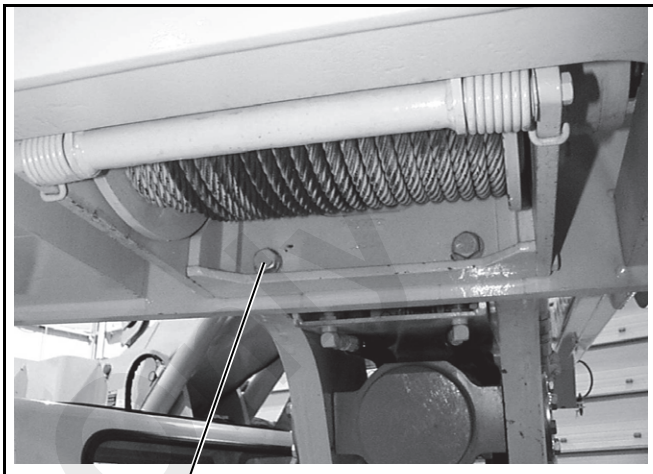

FIGURE 5-43
Torque the 3/4” mounting bolts (4) to 272 Nm (200 lb-ft). See Figure 5-43.